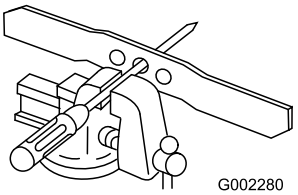

Figur 26
1. Kontrollera knivens balans genom att lägga den med det mittersta hålet över en spik eller en skruvmejsel som fästs horisontellt i ett skruvstäd (Figur 26).